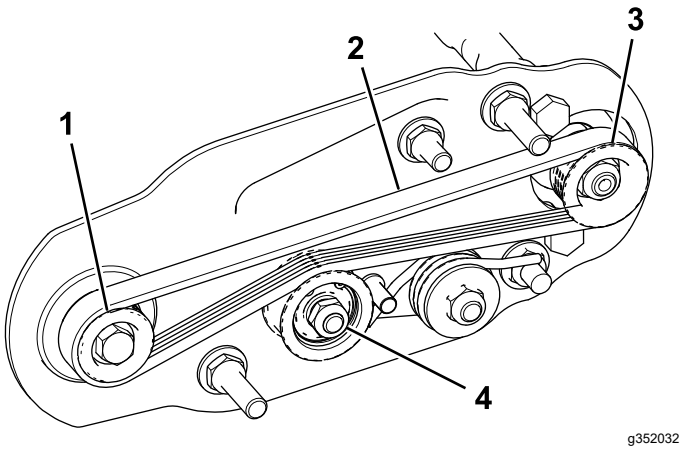

Figur 26
A. Legg remmen rundt den **driv**remskiven, og så over toppen av lederullen (Figur 26).
B. Start remmen på den **drevne** remskiven (Figur 26).